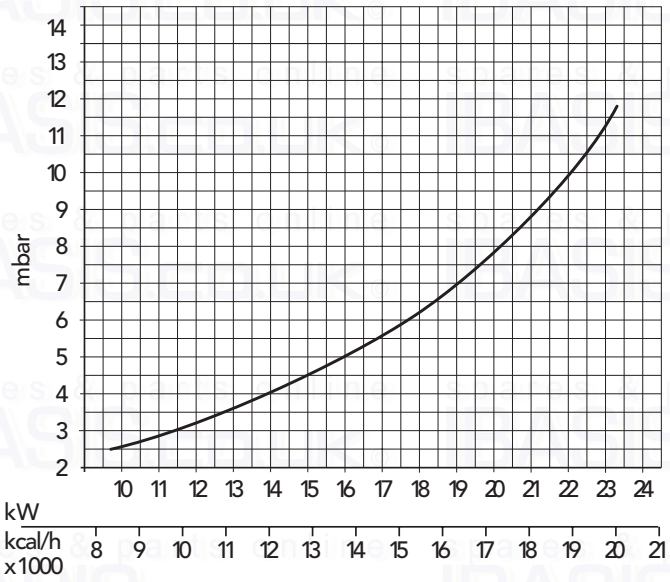

Fig. 4
N.B. - **The gas pressures at the burner and gas flows during the** central heating phase **given in the table refer to** nominal boiler output**. To reduce this output (where necessary), gas pressure must be reduced until the required output level is reached (see figures 4 and 5).**
To adjust boiler heat input (thus also regulating heat output to the central heating water) simply adjust the main burner via the electronic control board (fig. 4 and 5 and see paragraph 5.04 page 29).